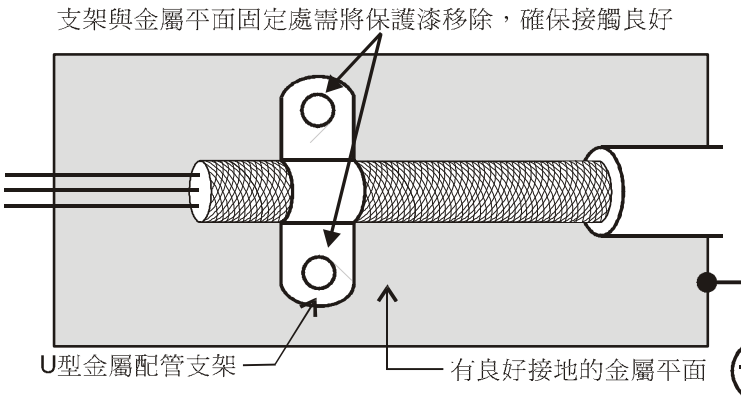

图 1
3. U 型金属配管支架与金属平面固定处需将保护漆移除，确保接触良好，请见图 1 所示。